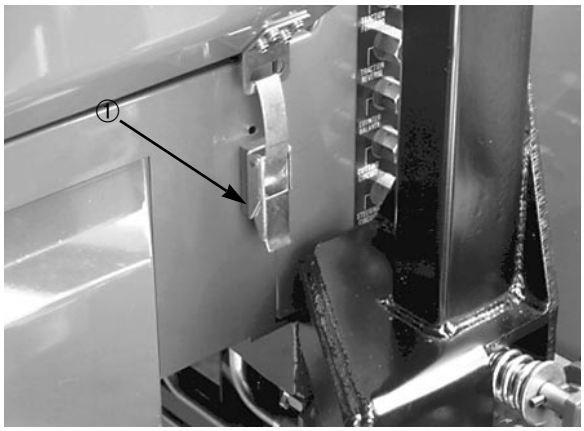

Afbeelding 1
1. Parkeer de machine op een horizontaal vlak. Maak de vergrendelingen van de motorkap los (Afb. 1).